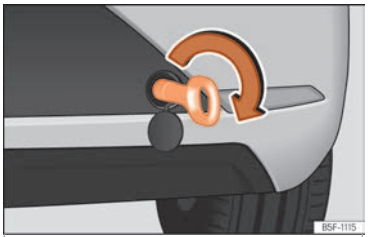

Fig. 103 Right side of the rear bumper: towline anchorage screwed in.
– Screw the towline anchorage into the screw connection as far as it will go ››› Fig. 103 and tighten with the wheel brace.